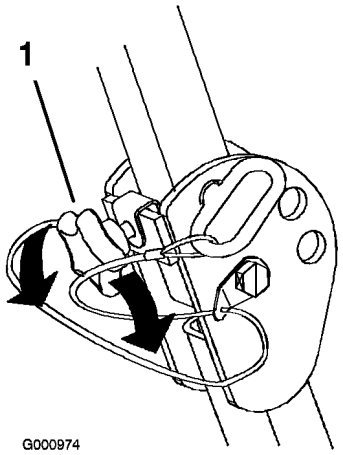

Figur 7
1. Fäll ned störtbågen genom att lossa de främre rattarna (Figur 7).
Viktigt: Dra åt de främre rattarna mot centrum av störtbågens ändar (Figur 7).